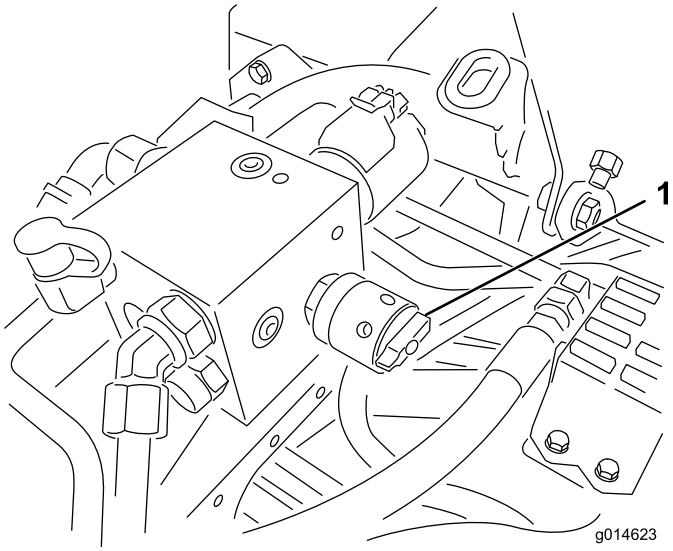

Figur 54
6. Vrid cylinderhastighetsreglaget till inställningen 1 (Figur 54).